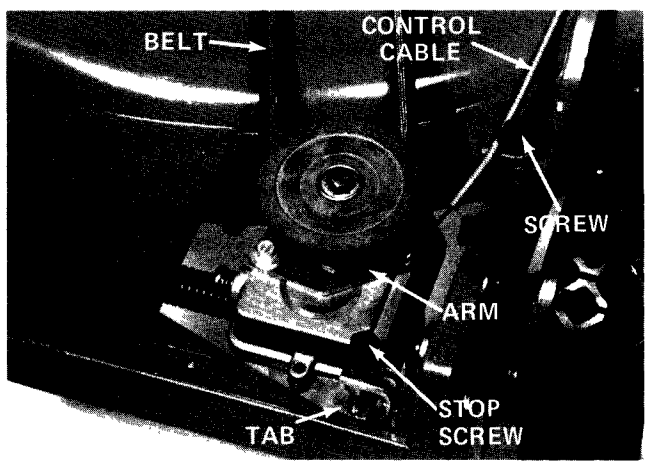

Figure 43
NOTE: Check the belt (Fig. 43): it is properly adjusted when 10 lb of tension is placed on outside of belt and a minimum clearance of 1 inch remains between inside of belt. Adjust stop screw to maintain this setting.
3. Loosen cable retaining screw until cable is free to slide (Fig. 43).
5. Push shifter arm (Fig. 43) backward until it stops, and hold it in place.
6. Pull control cable and wire backward to remove any slack; then secure cable in place by tightening the retaining screw (Fig. 43). This adjustment will assure that POW-R-DRIVE is disengaged when panel-mounted traction control is in DISENGAGE detent.
4. Loosen cable clamp screw until cable is free to slide (Fig. 43).